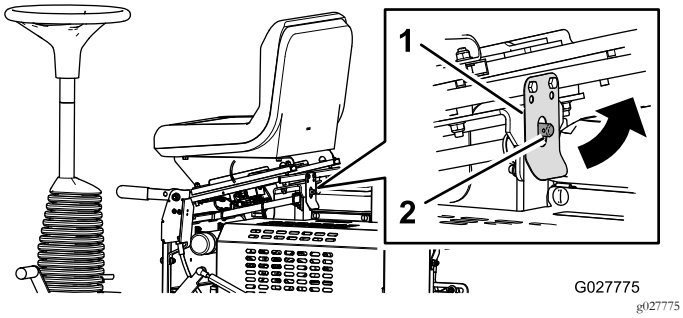

Figur 20
2. Dra sätesspärren bakåt och luta sätet framåt (Figur 20).